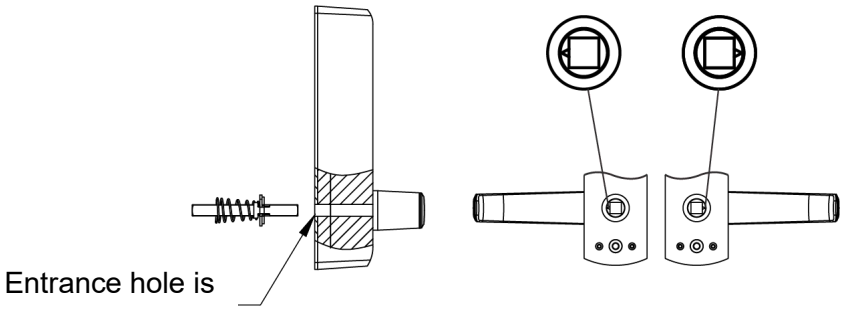

FIG8A FIG8B
2) Steek eerst de vierkante stang ongeveer 5 mm in het vierkante gat aan de achterkant van het voorpaneel (dit is het vierkante gat voor het afstellen van de handgreep) (zoals weergegeven in afbeelding 8A) . Draai de vierkante stang en u ziet een driehoekige pijl in het vierkante gat. Lijn de driehoekige pijl in het vierkante gat van het paneel uit met de richting van de handgreep (zoals weergegeven in afbeelding 8B) . Stel op dezelfde manier de driehoekige pijl in het vierkante gat van het achterpaneel zo af dat deze naar de handgreep wijst.